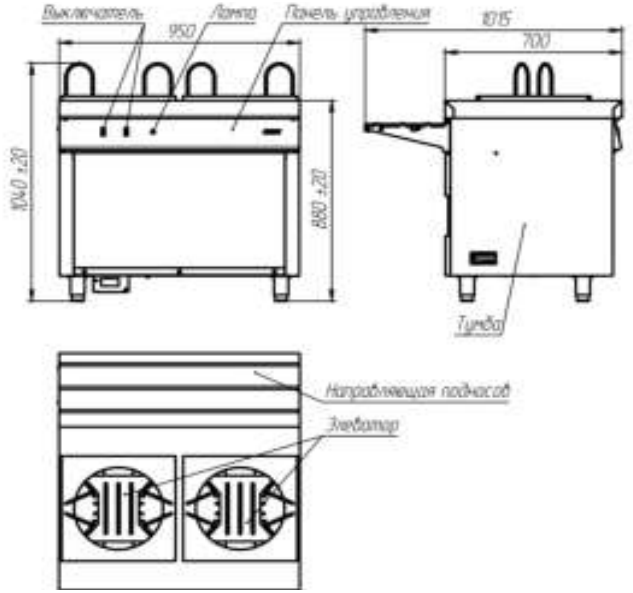

Рисунок 1
1.3.2.1 Модуль для подогрева тарелок, см. рисунок 1, представляет собой тумбу с панелью управления. На тумбе устанавливается направляющая для подносов. На панели управления установлены выключатели (2 шт.) для включения ТЭНов элеваторов. Лампа на панели управления сигнализирует о подключении модуля к электросети.